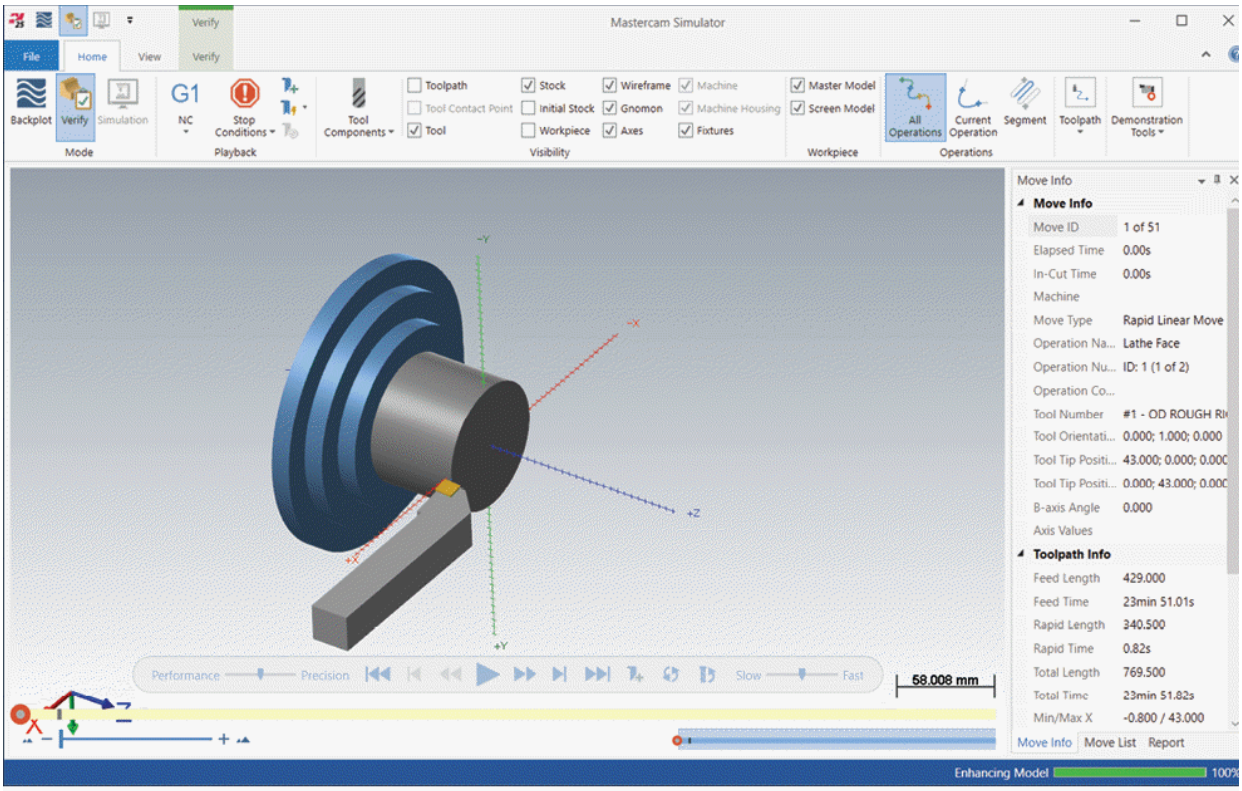

Figure-27. Mastercam Simulator window
- Select the operations to be verified and click on the **Verify selected operations** button from the **Toolpaths Manager**. The **Mastercam Simulation** window will be displayed; refer to Figure-27.